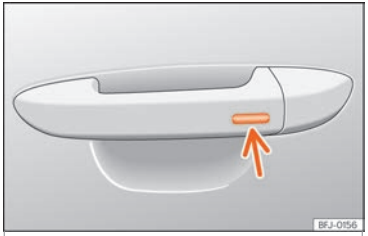

Abb. 109 Türgriff: Sensorfläche.
- Halten Sie einige Sekunden lang einen Finger über die Verriegelungssensorfläche ››› **Abb. 109** (Pfeil) am Türgriff, damit das Dach geschlossen wird. Wenn Sie die Sensorfläche nicht mehr berühren, wird die Schließfunktion unterbrochen.